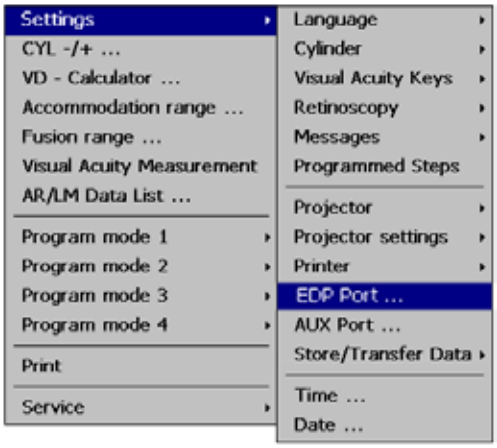

Figure IU-20, EDP Port Settings
4. Press  to access the settings menu and select the EDP Port from the scroll down menu. The device protocol for the EDP port should be set to EDP-Autophoroptor. Refer to Figures IU-20 and IU-21.